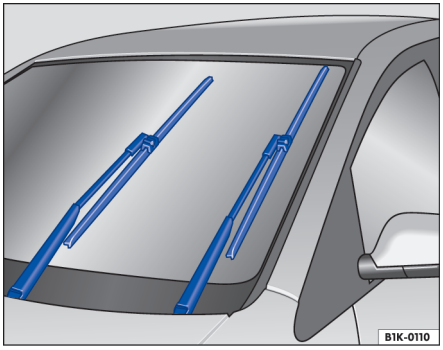

图 148 处于保养位置的刮水片
- 将风窗玻璃刮水器拨杆向下拨至点动刮水位置。使刮水器处于保养位置。⇒图 148